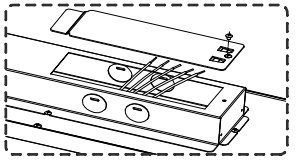

Figure3
Étape 3 : Ouvrez la boîte de commande (Figure 3).